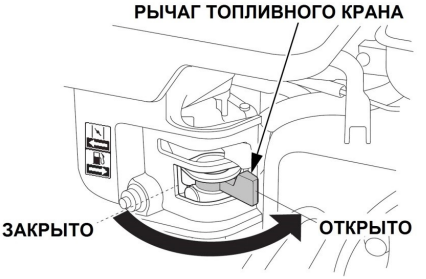

Рис. 22 Рычаг топливного крана
4. Откройте топливный кран переводом рычага вправо (Рис. 22).